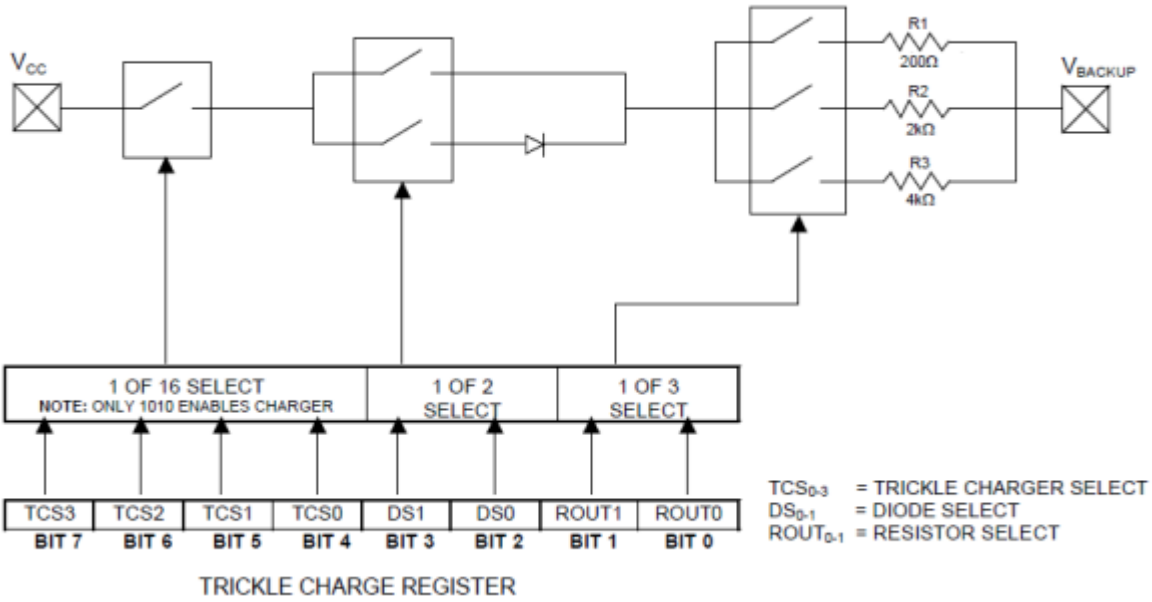

**Figure 3. Programmable Trickle Charger**
The simplified schematic in Figure 3 shows the basic components of the trickle charger. The trickle-charge select (TCS) bits (bits 4 to 7) control the selection of the trickle charger. To prevent accidental enabling, only a pattern on 1010 enables the trickle charger. All other patterns disable the trickle charger. The trickle charger is disabled when power is first applied. The diode-select (DS) bits (bits 2 and 3) select whether or not a diode is connected between VCC and VBACKUP. The ROUT bits (bits 0 and 1) select the value of the resistor connected between VCC and VBACKUP. Table 7 shows the bit values.